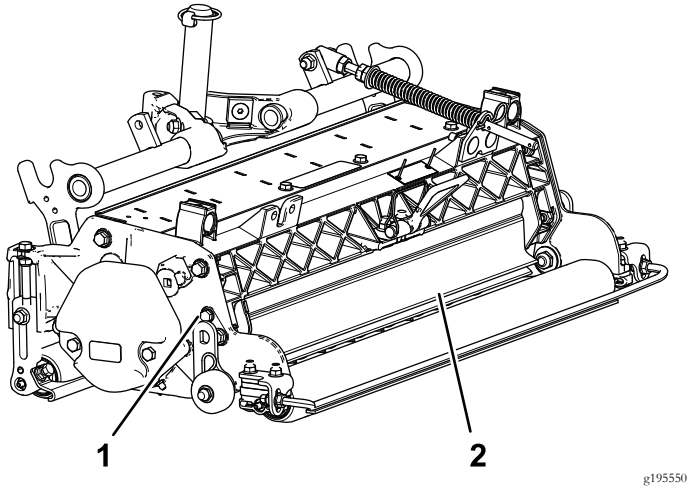

Figure 10
1. Desserrez les boulons sur le pivot du déflecteur d'herbe (Figure 10).
2. Tournez le déflecteur d'herbe à la position de réglage voulue et serrez les boulons (Figure 10).